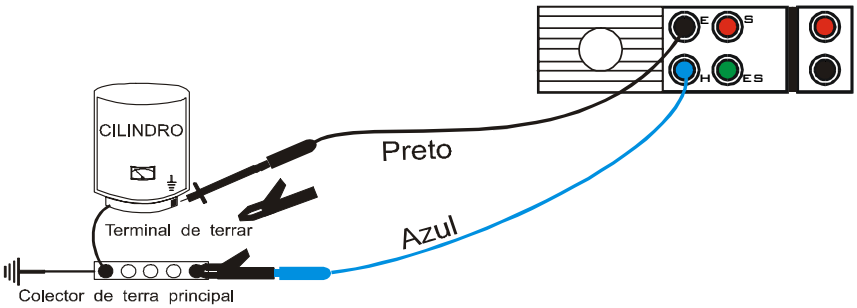

Fig. 5: Exemplo de Teste de Continuidade de um condutor de Protecção
7. Colocar os terminais do instrumento às extremidades do condutor do qual se pretende efectuar o teste de continuidade (ver Fig. 5).